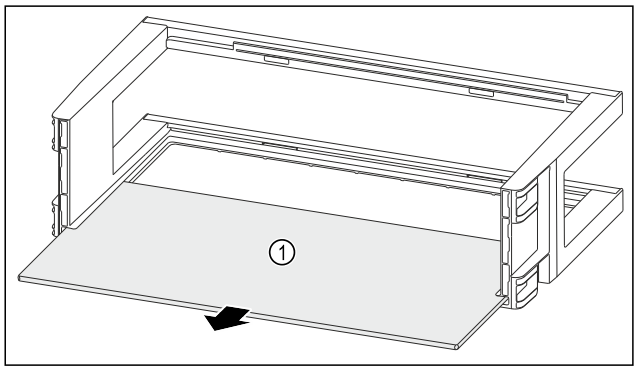

Fig. 149
▶ Odkládací plochu *Fig. 149 (1)* odeberte.